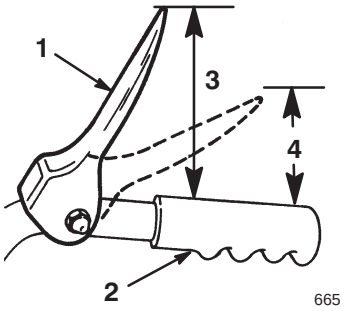

Figur 6
2. Juster de to flensmutterne oppover eller nedover på trekkfunksjonsstaget helt til avstanden mellom toppen av håndgrepet og bunnen av trekkontrollspaken er om lag 11 cm, som vist i figur 6.